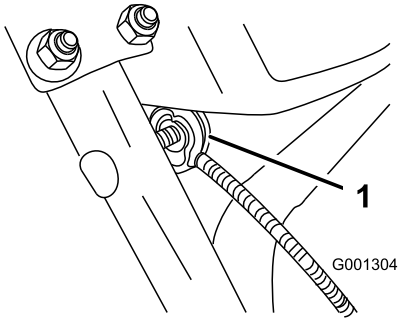

Bild 7
3. Nehmen Sie die Mutter und die Scheibe vom Griff ab. Befestigen Sie dann die Kabelklemme auf dem Kabel zum Griff, stecken Sie die Scheibe ein, und ziehen Sie die Mutter mit der Hand fest (Bild 7).